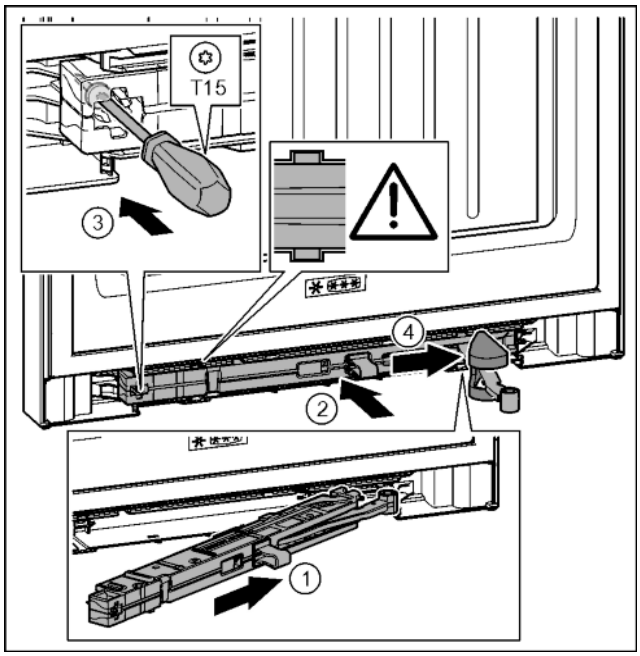

Fig. 45
▶ Introduire à fond l'amortisseur de fermeture du côté du support de palier dans la rainure en l'inclinant. *Fig. 45 (1)*
▶ Enfoncer complètement l'amortisseur de fermeture dans la rainure. *Fig. 45 (2)*
▶ Serrer la vis avec un tournevis T15. *Fig. 45 (3)*
▶ Pousser le cache sur la charnière. *Fig. 45 (4)*